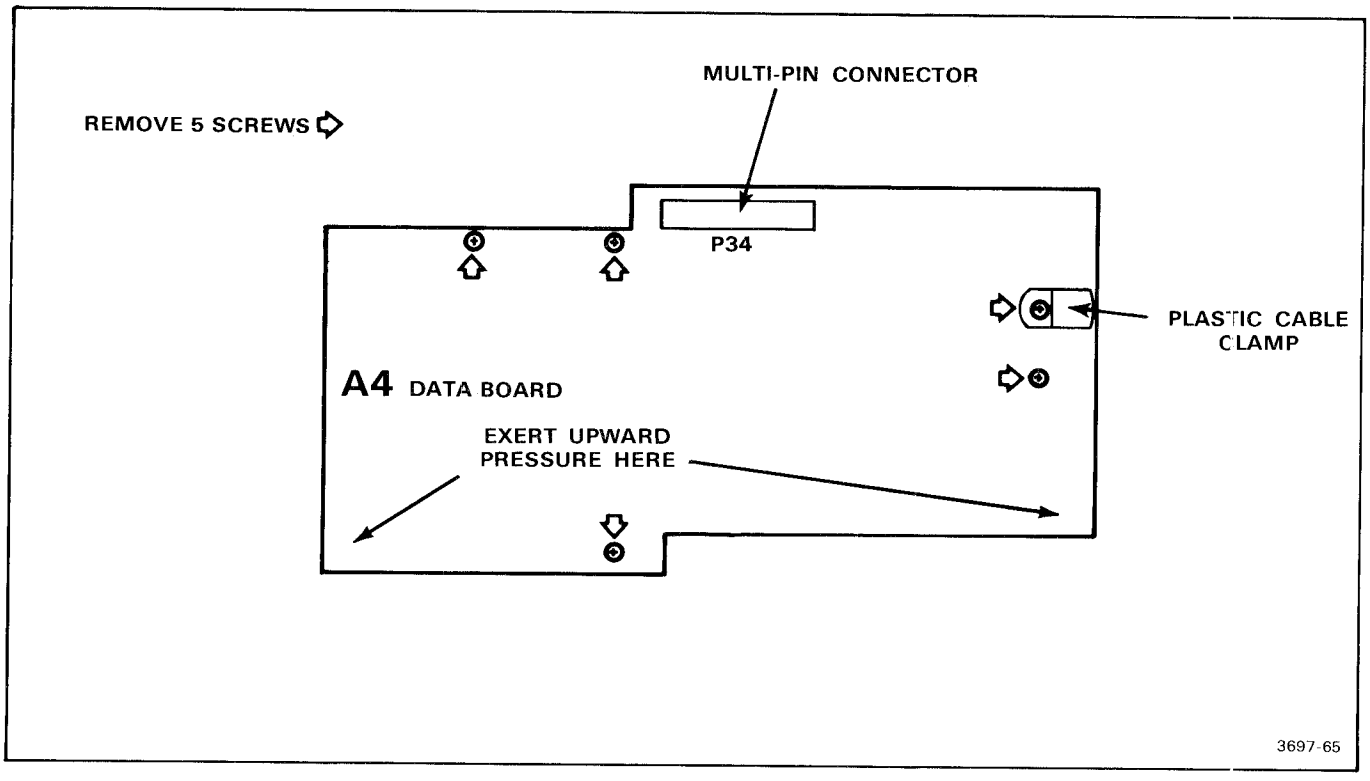

Figure 4-20. A4 board removal.
Refer to Figure 4-20 for location of parts mentioned in the following removal and installation procedure.
4. To lift the A4-Data board from the chassis, exert upward pressure (to disengage the multi-pin connector) at the two points shown in Figure 4-20.